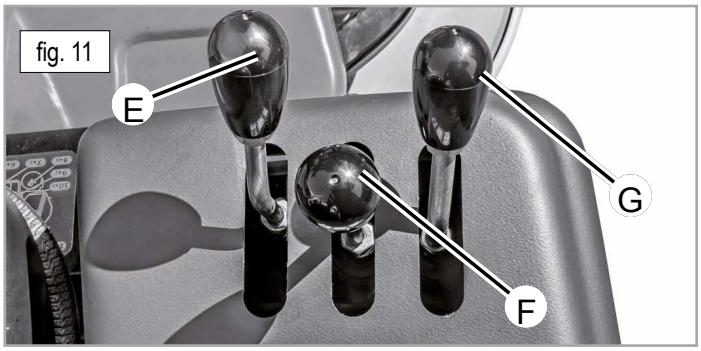

fig. 11
11. Pour décharger l'herbe: soulevez le bac en actionnant le levier central du distributeur hydraulique (fig. 11/F) et videz le bac à l'aide du levier le plus extérieur (fig. 11/G).
IMPORTANT: pendant la coupe, le levier de levage plateau doit être maintenu en position flottante FLOAT (fig.11/E).